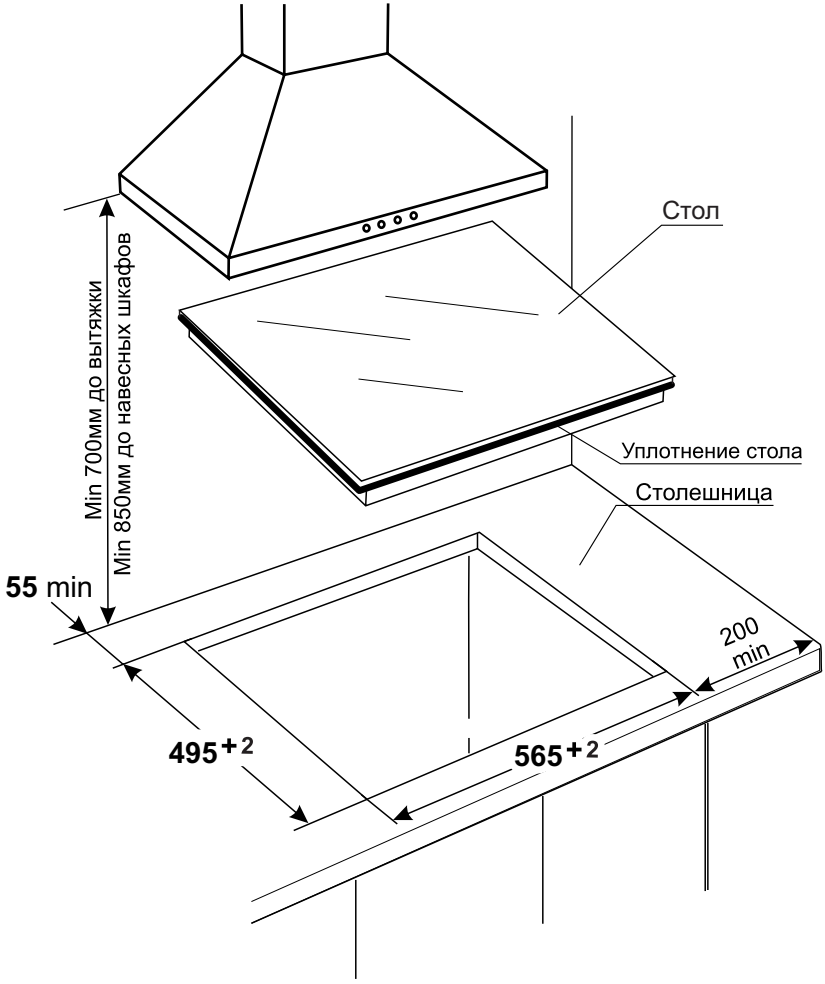

Рис.25
1. Точно разметить на столешнице контур проема под встраиваемый стол (рис.25).